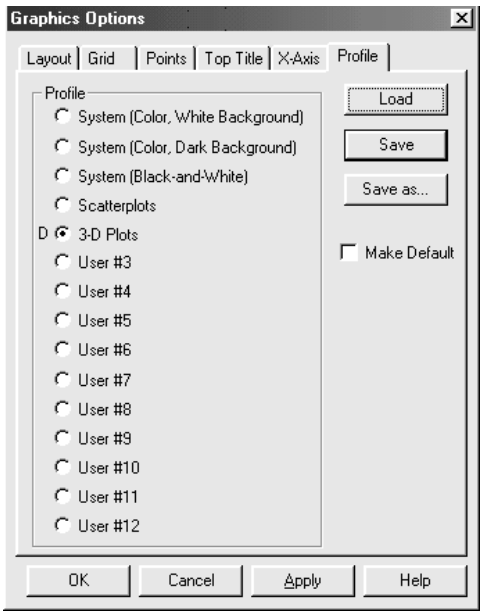

Figure 5-11. Profile Dialog Box with Two User Profiles
7. Repeat Steps 4, 5, and 6, using ***3-D Plots*** as the name for the User #2 option. When you click OK, names are displayed on the Profile tab page as the names for the two user options (see Figure 5-11).